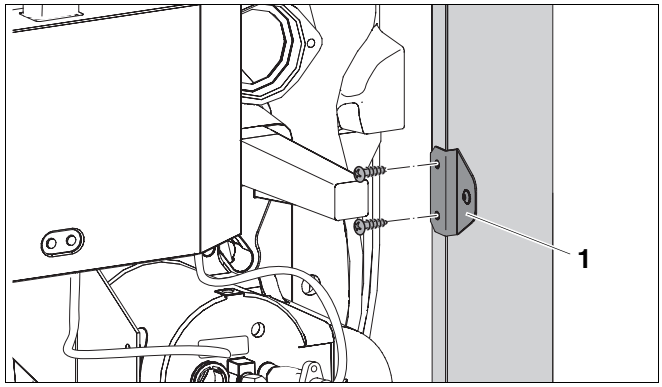

Fig. 45 Montage de l'équerre aux panneaux latéraux
- Monter l'équerre de fixation du capot du brûleur à droite et à gauche sur le panneau latéral (➔ fig. 45).